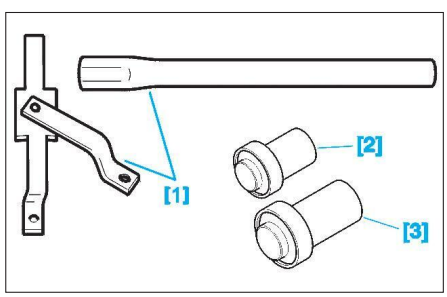

**Fig. 1**
- [2] Tampons de montage des joints à lèvres de sortie de pont, côté gauche (réf. 0332–A) **(Fig.1)**.